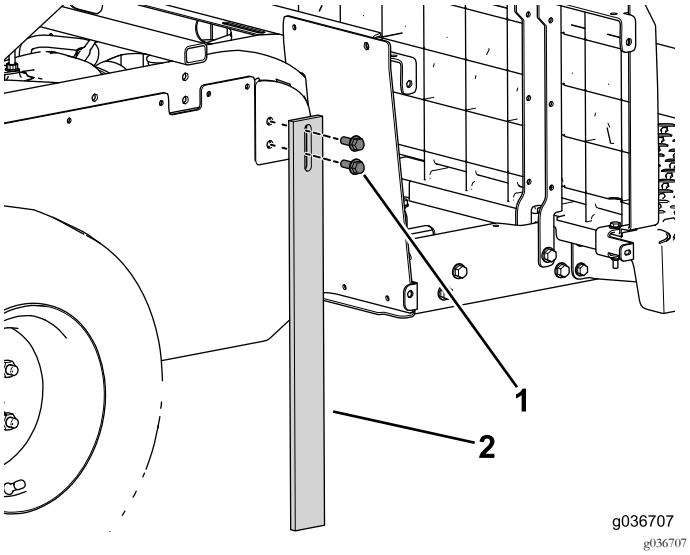

Figura 14
3. Utilice los 4 pernos con arandela prensada para instalar las patas de apoyo en ambos lados de la máquina (Figura 14).